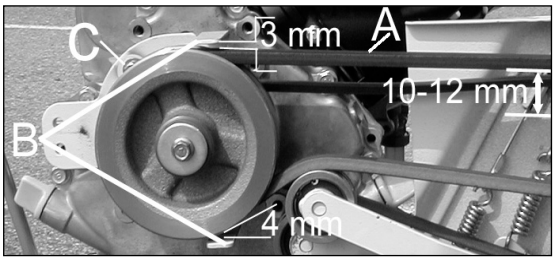

Figure 28
• Poussez la courroie avec un doigt entre les deux arbres (A, Figure 28) la courroie doit fléchir de 10 à 12 mm. Si la courroie ne se déplace pas en conséquence, effectuez réglage à nouveau.